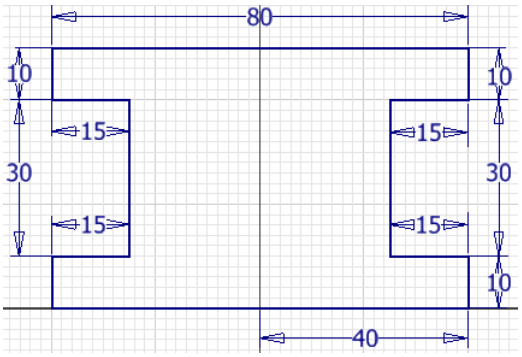

Figure 2-99(f) *Dimensioning the sketch*
9. Draw a rectangle using the **Two-Point Rectangle** tool, as shown in Figure 2-99(g).